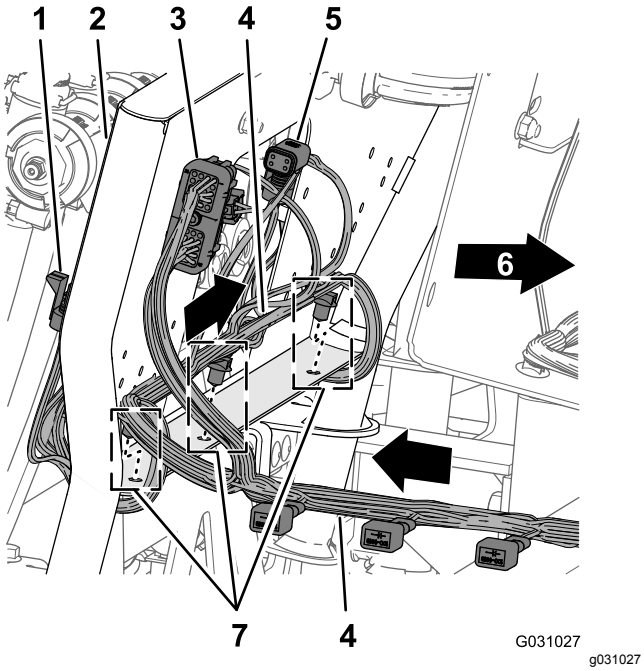

Figur 126
1. Dra kablagedelen på 203 cm längs baksidan av fästet för de tio ventilerna med de tio kontakterna för munstycksventilerna bakåt och under ventilerna (Figur 126).
2. För in granförankringarna på kablagedelen på 203 cm i hålen i den nedre flänsen på fästet för de tio ventilerna (Figur 126).